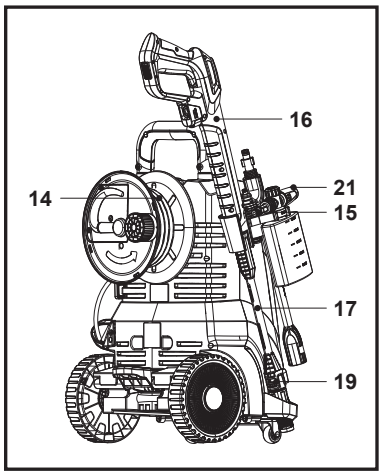

Fig. 26
3. Enrouler le tuyau haute pression (14) et ranger le pistolet de pulvérisation (16), la lance télescopique (17), la buse pour flacon de détergent (21) et la buse (19/20) (Fig. 26).